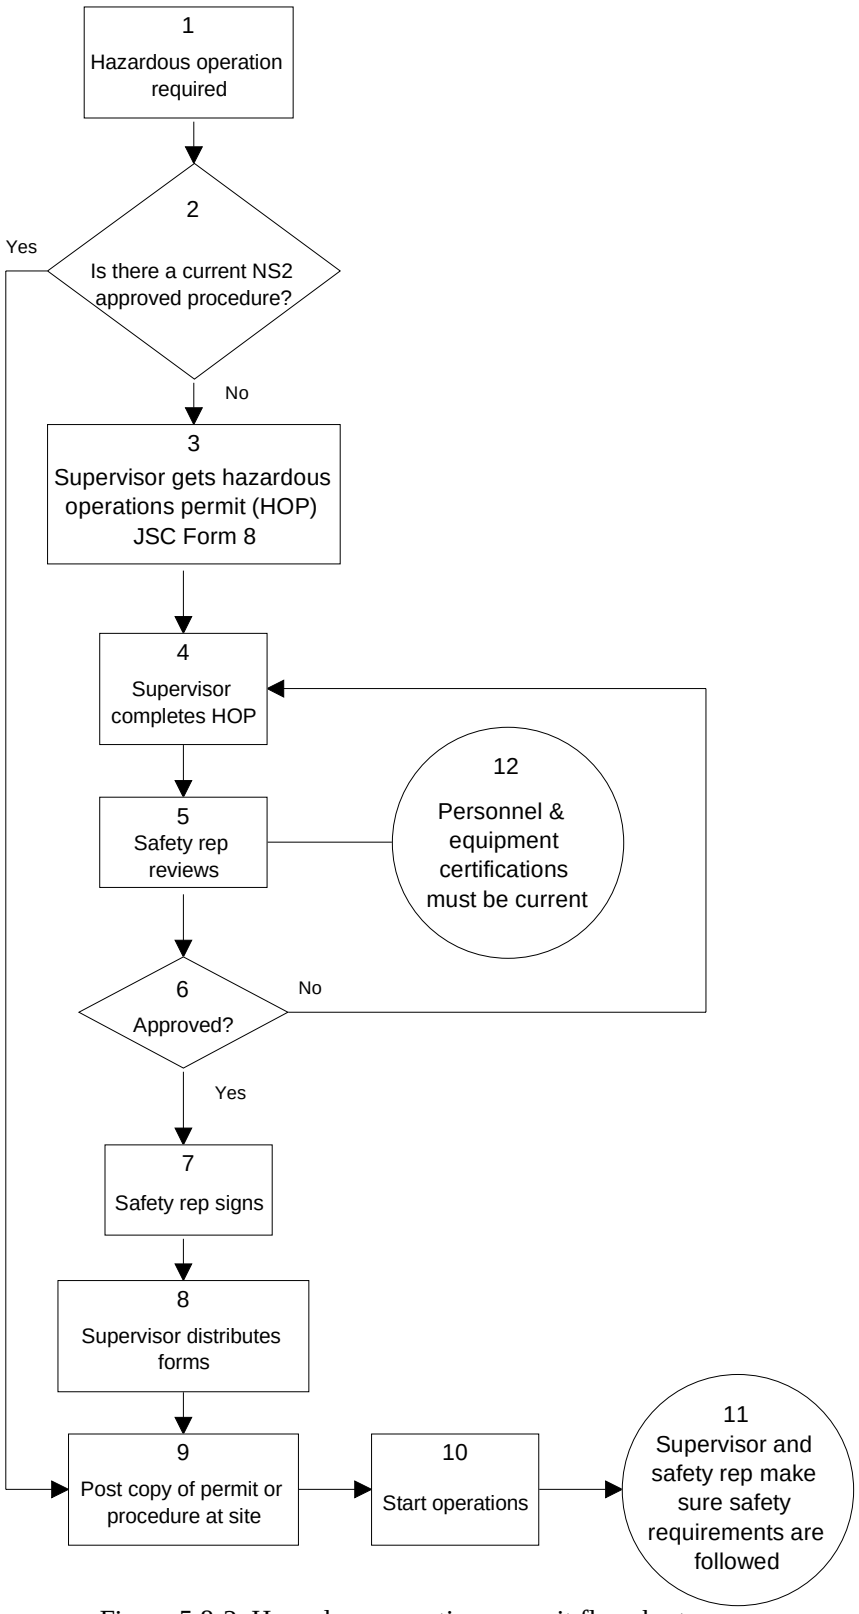

Figure 5.8-2. Hazardous operations permit flowchart.
c. A ***hazardous operations permit*** for other operations as required by Paragraphs 4 and 5 of this chapter. Use JSC Form 8, "Hazardous Operations Permit," Appendix 5A. The flowchart in Figure 5.8-2 describes the steps necessary to complete and approve a